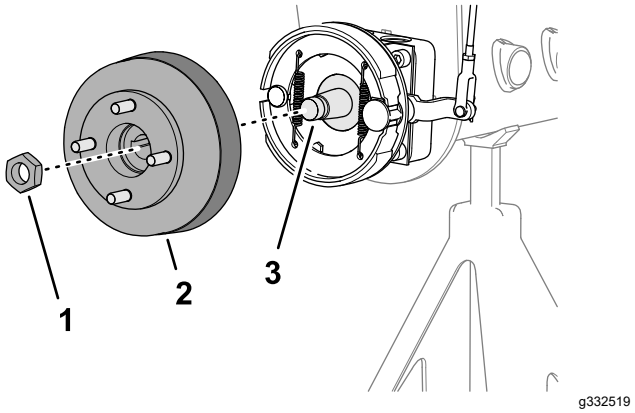
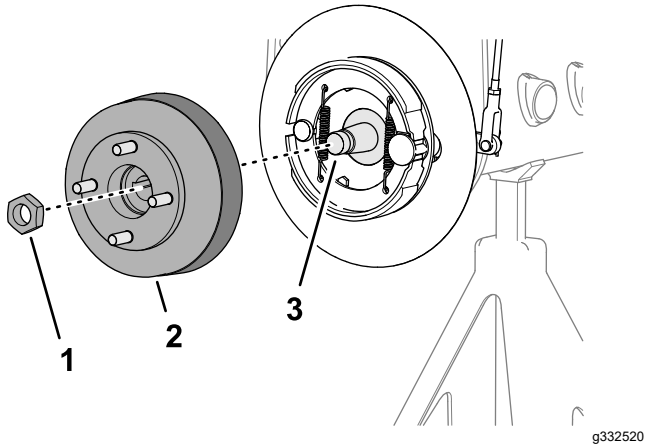

Figure 64
Figure 65
1. Retirez les contre-écrous qui fixent le moyeu sur l'arbre du moteur de roue (Figure 64 ou Figure 65).
4. Utilisez l'extracteur de moyeu de roue spécifié pour déposer le moyeu de roue et le tambour de frein de l'arbre du moteur de roue (Figure 64 ou Figure 65).